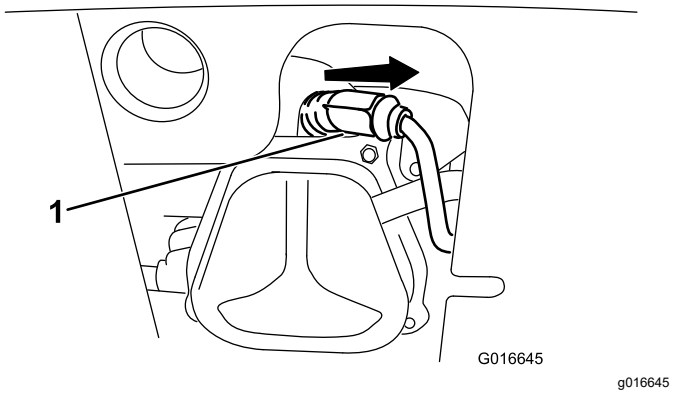

Figure 43
1. Enlevez le capuchon (Figure 43).